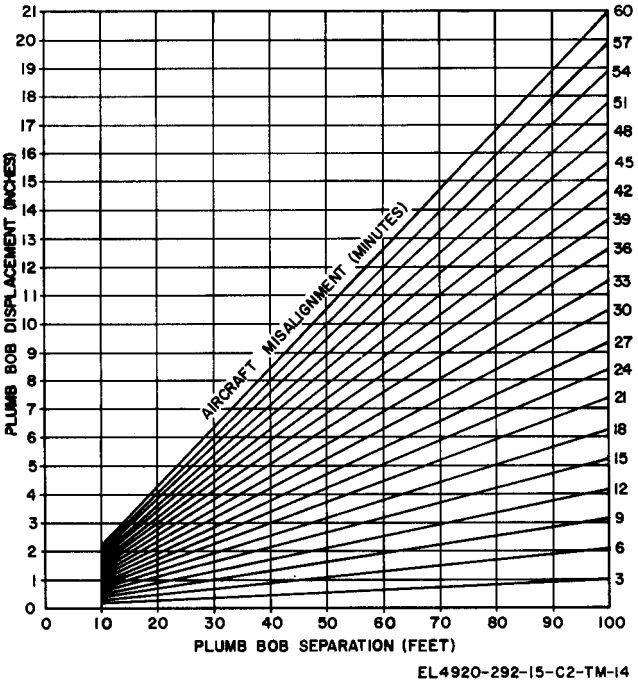

Figure 9-13. Nomograph.
(6) Determine aircraft misalignment (minutes) from nomograph shown in figure 9-13. Record this value on line E-5 of the swing data sheet. Polarity is same as on line E-4 of the swing data sheet.
(7) Determine optical alignment correction from the equation given in section E of the swing data sheet and record on line E-6 of the swing data sheet.
(8) Loosen the telescope fine adjustment clamp.
(9) Rotate the telescope fine azimuth adjustment screw by an amount equal to optical alignment correction of line E-6 of the swing data sheet.